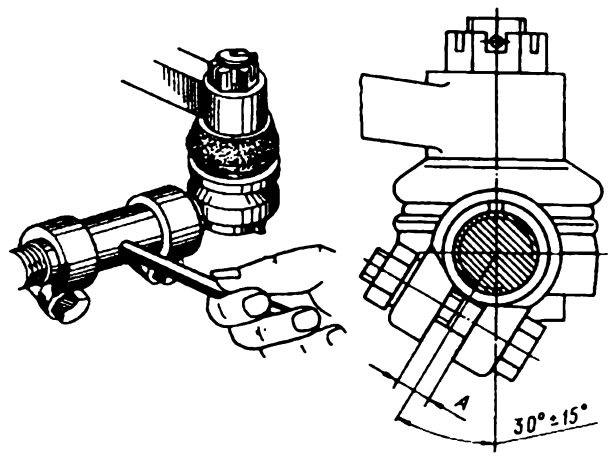

Рис. 151. Регулировка схождения колес
1. Отпустите два болта (рис. 151) хомутов, стягивающих концы регулировочной трубки.
3. После окончания регулировки поверните хомуты в положение, указанное на рис. 151, и затяните болты (момент затяжки 1,5—1,8 кгс·м).